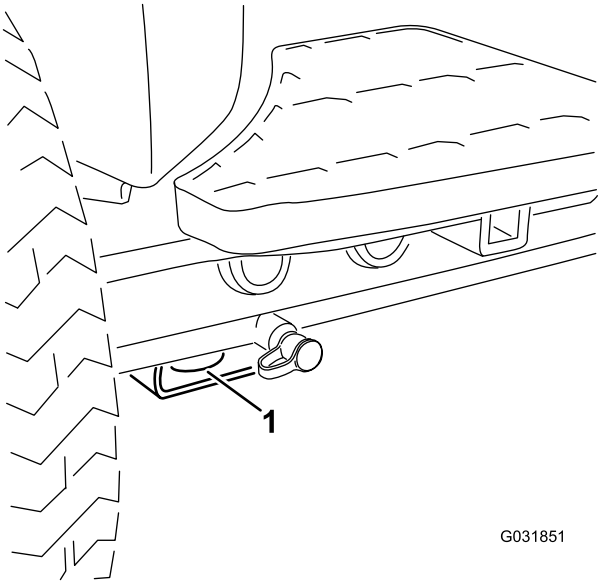

Figur 40
- Fram – hål i det fyrkantiga belägget under axelröret inuti båda framdäcken (Figur 40).